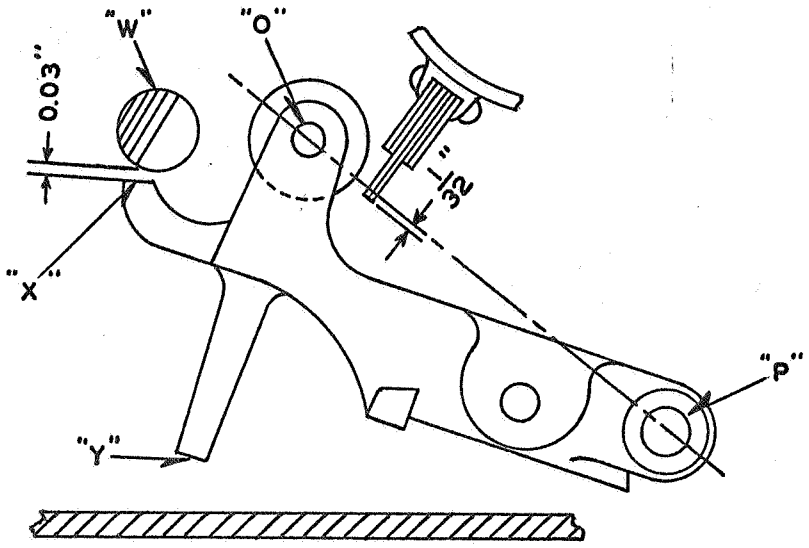
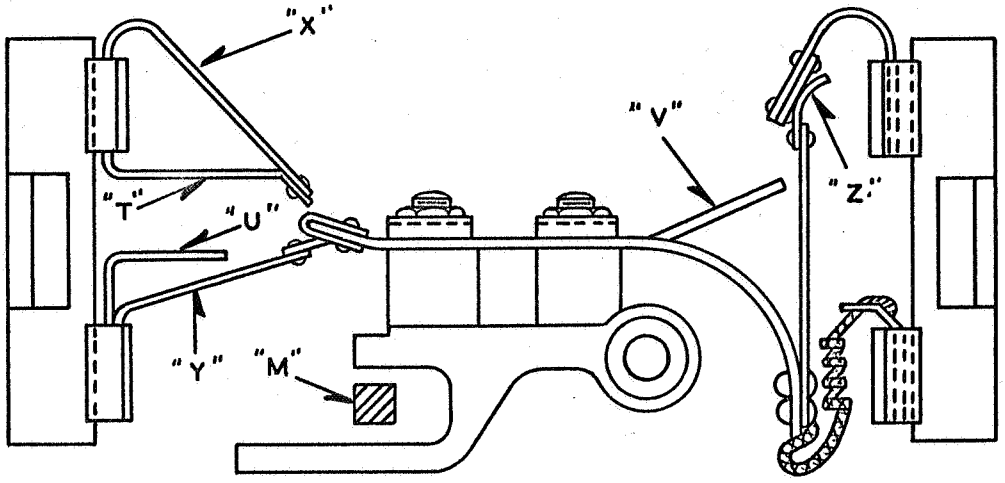
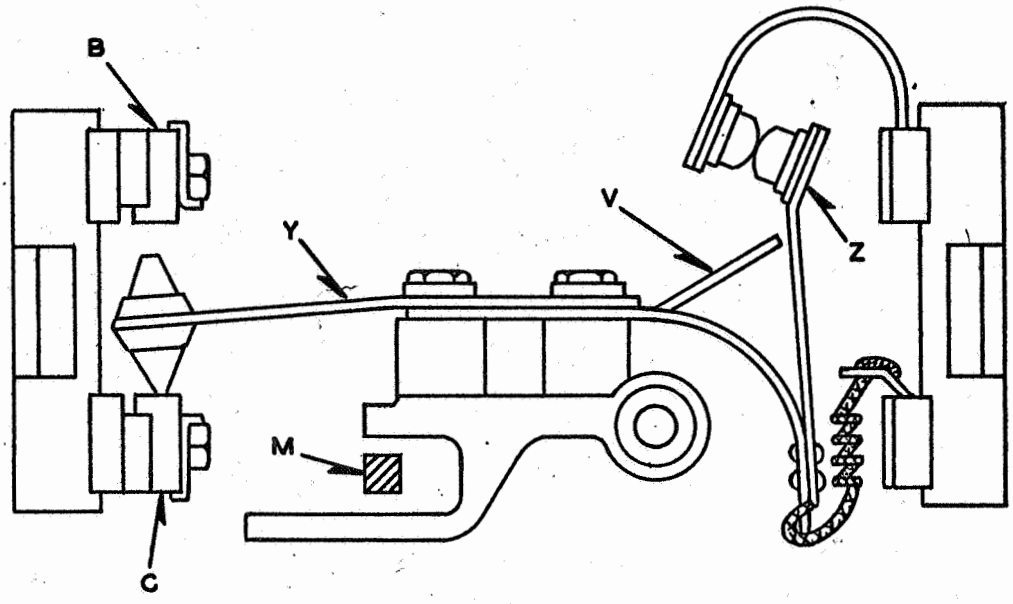

Fig. 1
Fig. 2
Fig. 2A
a. File stop X, Fig. 1 until roller takes position shown when X is 0.030" away from stop W, cast on the housing. This adjustment is important. A gauge should be constructed to connect centers O and P so as to check the 1/32" overlap of the blades on the stop drum.
A. Spring Y, Fig. 2 to be compressed 1/32" when locking pawl is resting on stop Y, Fig. 1. In this position, opening between contact finger and spring X should be not less than 1/16" or more than 5/64" and spring X should rest on stop T.
B. When stop M, Fig. 2, (on locking pawl) is raised slightly, spring Z shall be strong enough to lift contact finger and make contact with X. When stop M is allowed to drop on the contact bracket, spring Y should be compressed 1/32" and stop Y, Fig. 1, should just rest on the housing.
C. When locking pawl is lifted until stop X, Fig. 1, is 0.030" from stop W, contact X, Fig. 2, should be compressed about 3/32". Contact opening for spring Y, Fig. 2, in this position should be not less than 1/8" and Y should rest on the stop U. Contact opening for spring Z should be 1/32".
D. When stop Y, Fig. 1, rests on slot housing, spring Z, Fig. 2, should be compressed 1/32" and when contact bracket is lifted to open contact Z, spring Z, should rest on stop V. The movement of the contact bracket is limited by a stop, which also prevents bending of contact springs. Adjustment is as follows:
a. Set stop to allow contact bracket to travel 1/32" further up than lug M, Fig. 2, will carry it.
A. Spring Y, Fig. 2A to be compressed 1/32" when locking pawl is resting on stop Y, Fig. 1. In this position, opening between contact carbon B and spring Y should be not less than 5/32" or more than 3/16".
B. When stop M, Fig. 2A (on locking pawl) is raised slightly, spring Z shall be strong enough to lift contact finger and make contact with contact B. When stop M is allowed to drop on the contact bracket, spring Y should be compressed 1/32" and stop Y, Fig. 1, should just rest on the housing.
C. When locking pawl is lifted until stop X, Fig. 1, is 0.030" from stop W, Spring Y, Fig. 2A should be compressed about 1/16". Contact opening between spring Y, and carbon contact C Fig. 2A in this position should be not less than 5/32" and contact opening for spring Z should be 1/32".
D. When stop Y, Fig. 1, rests on slot housing, spring Z, Fig. 2A should be compressed 3/64", and when contact bracket is lifted to open contact Z, spring Z, should rest on stop V. The movement of the contact bracket is limited by a stop, which also prevents bending of contact springs. Adjustment is as follows:
a. Set stop to allow contact bracket to travel 1/32" further up than lug M, Fig. 2A will carry it.
a. Bring armature up tightly against pole face and note that stem is slightly too long, so that when core pins are seating on the pole face, the distance between W and X, Fig. 1, will be less than 0.030". Remove armature and countersink tapped hole until stop X clears W, Fig. 1, by 0.030" when stem is screwed tightly into armature.
c. The length of the armature stem may be such as to rest on the magnet cap and prevent stop Y, Fig. 1, from resting on the slot housing when the armature is down. If this condition is present, remove cap and file bottom of armature stem until stop Y, Fig. 1, just fails to lift when cap is screwed up tightly in position.
A. When contact finger is held half way between springs X and Y, Fig. 2, there should be evident contact opening on both sides. Failure to have this adjustment will result in a circuit through XY to short circuit the battery.